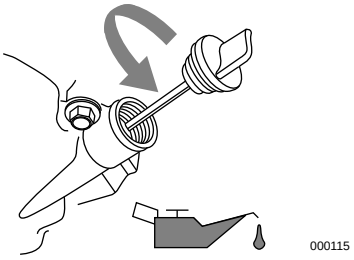

Figure 4-2. Engine Oil Fill
2. See ***Figure 4-2***. Remove dipstick and wipe clean.